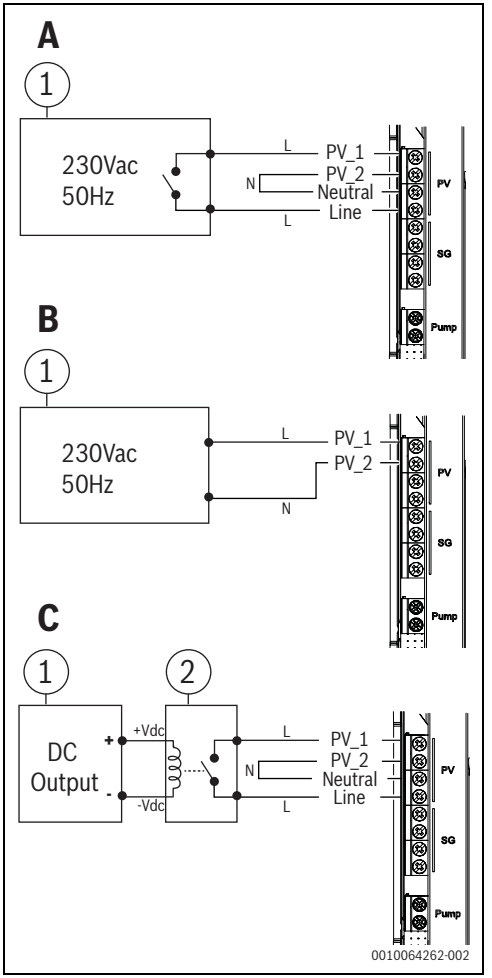

Bild 38 Arten des Anschlusses an ein PV-System
Um den Wechselrichter oder den DC/AC-Wandler an das Gerät anzuschließen, nach der Auswahl des zweiadrigen Verbindungskabels die am Anfang von Kapitel 5.9 beschriebenen Schritte durchführen. Leiter entsprechend der für die Installation vorgeschriebenen Anschlussart an die Anschlussklemmen am elektronischen Steuergerät anschließen (→ Abb. 38).
Zur Herstellung dieses Anschlusses die in Bild 38 dargestellte Konfiguration [A] befolgen und die folgenden Schritte durchführen:
- ▶ Den in Bild 38 als "PV_1" bezeichneten Anschluss mit einer der Anschlussklemmen des potentialfreien Kontakts des Wechselrichters verbinden.
- ▶ Den in Bild 38 als "Line" bezeichneten Anschluss mit der anderen Anschlussklemme des potentialfreien Kontakts des Wechselrichters verbinden.
- ▶ Die in Bild 38 als "PV_2" und "Neutral" bezeichneten Anschlüsse verbinden.
Zur Herstellung dieses Anschlusses die in Bild 38 dargestellte Konfiguration [B] befolgen und die folgenden Schritte durchführen:
- Den in Bild 38 als "PV_1" bezeichneten Anschluss mit einer der Kommunikationsklemmen des Wechselrichters verbinden.
- Den in Bild 38 als "PV_2" bezeichneten Anschluss mit der anderen Kommunikationsklemme des Wechselrichters verbinden.
Zur Herstellung dieses Anschlusses die in Bild 38 dargestellte Konfiguration [C] befolgen und die folgenden Schritte durchführen:
- Den in Bild 38 als "PV_1" bezeichneten Anschluss mit einer der AC-Anschlussklemmen am DC/AC-Wandler verbinden.
- Den in Bild 38 als "Line" bezeichneten Anschluss mit einer anderen der AC-Anschlussklemmen am DC/AC-Wandler verbinden.
- Die in Bild 38 als "PV_2" und "Neutral" bezeichneten Anschlüsse verbinden.